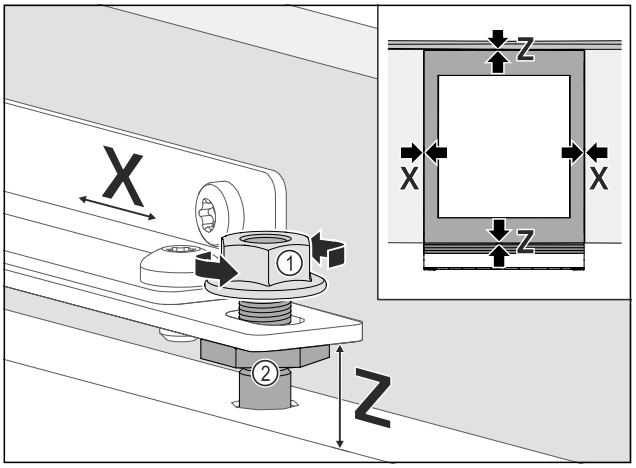

Fig. 76
▶ Aliniați lateral ușa mobilierului: Slăbiți contrapiulița *Fig. 76 (1)*, deplasați ușa mobilierului în direcția **X**.
▶ Strângeți contrapiulițele *Fig. 76 (1)*.
▶ Aliniați ușa mobilierului pe înălțimea **Z** și pe înclinarea laterală: Reglați bolțurile de reglare *Fig. 76 (2)*.